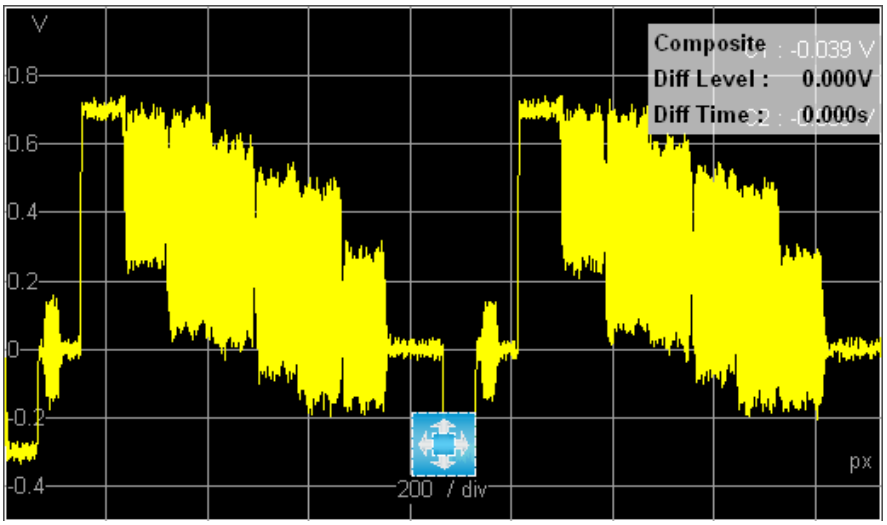

Figure 3-2: Shifting a diagram
1. Touch and hold the diagram in the middle until a cross is displayed (see Figure 3-2).